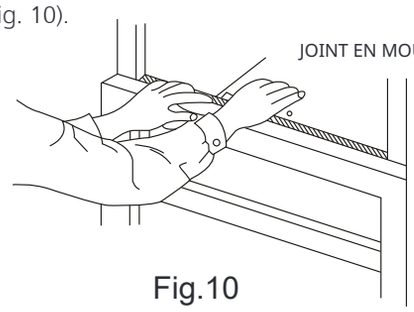

Fig.10
D. Coupez le joint en mousse du châssis de la fenêtre et insérez-le dans l'espace entre les châssis supérieur et inférieur (Fig. 10).